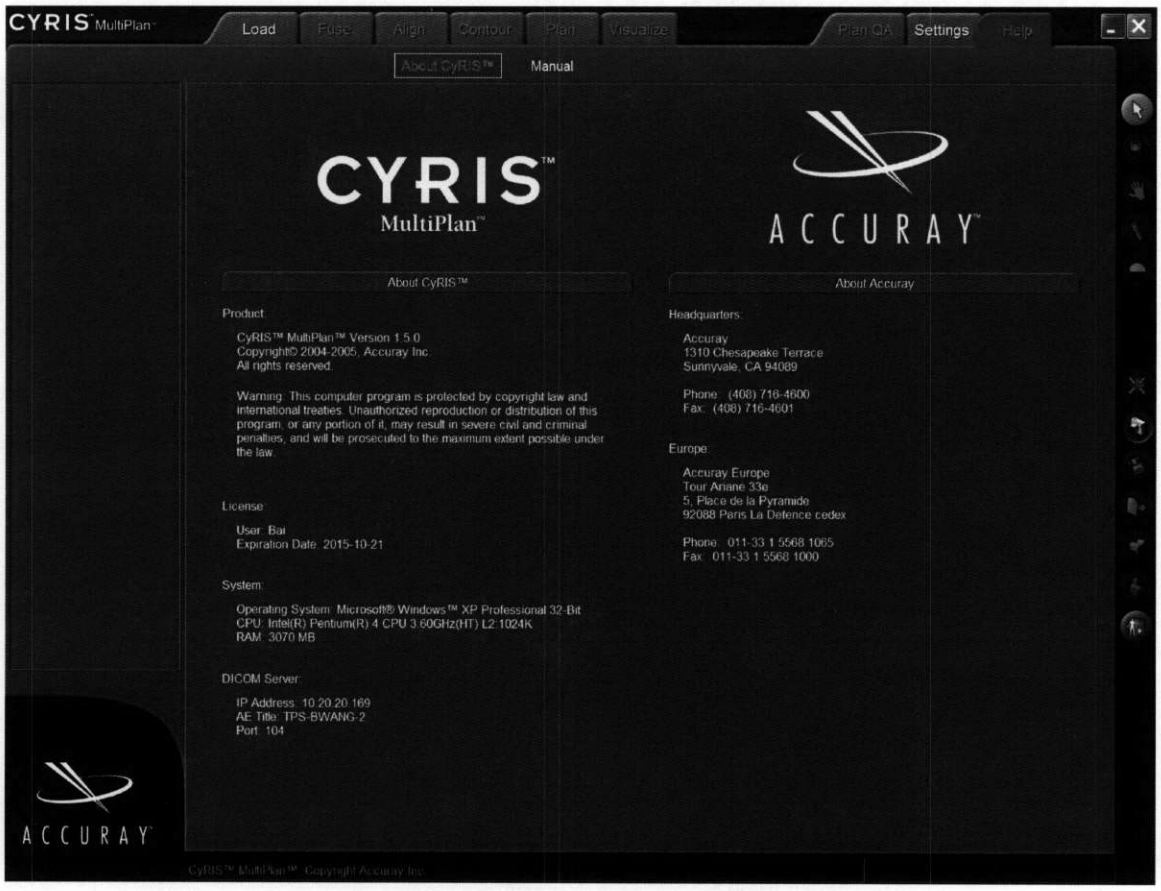

**Figure 19 About CyRIS MultiPlan**
**Step 2.** Informs you About CyRIS MultiPlan (*see, Figure 19 About CyRIS MultiPlan, page 27*).